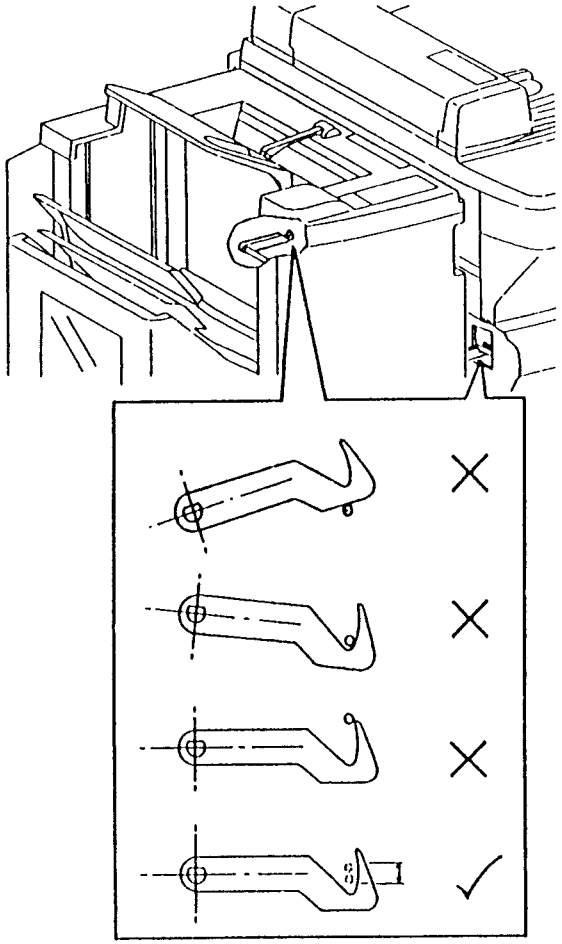

Рис. 4. Проверка фиксации
5. Проверьте зафиксированное состояние (Рис. 4). Важно, чтобы положение запирающего штырька относительно запорного рычага было одинаковым у обоих защелок.
2. Отрегулируйте сортер/автоматический сшиватель в наилучшее положение, показанное на Рис. 4 и 5 путем регулировки всех четырех роликовых опор (смотрите Рис. 1).